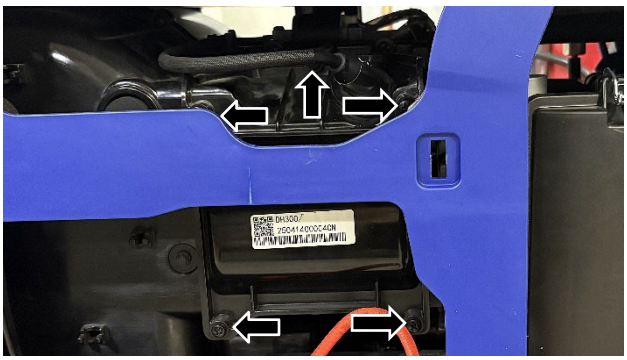

Figure 47 Remove Engine Cover
5. Remove the five screws that secure the engine cover and remove the cover (see Figure 47).